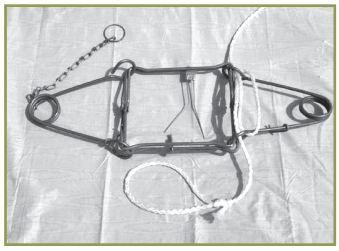

Figure SKF5b. Step 2
2) Bring the rope around and thread it back through the eyes a second time (Figure SKF5b).